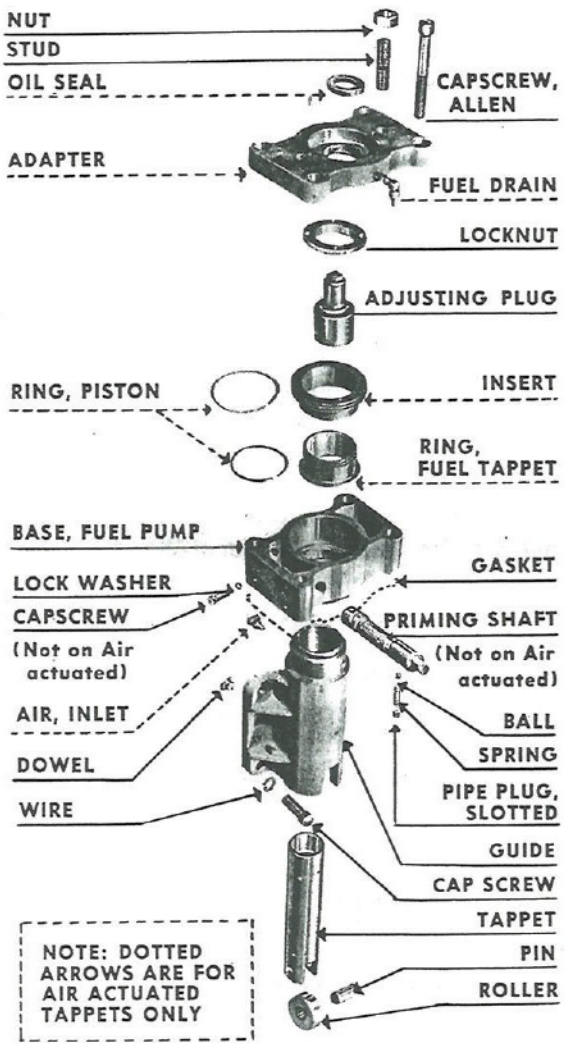

Fig. 58. Fuel Tappet Disassembled
f. The fuel tappets are mounted directly over the camshaft and activate the fuel injection pumps which are mounted with their tappets in a common housing. A fuel tappet is shown disassembled in Fig. 58.